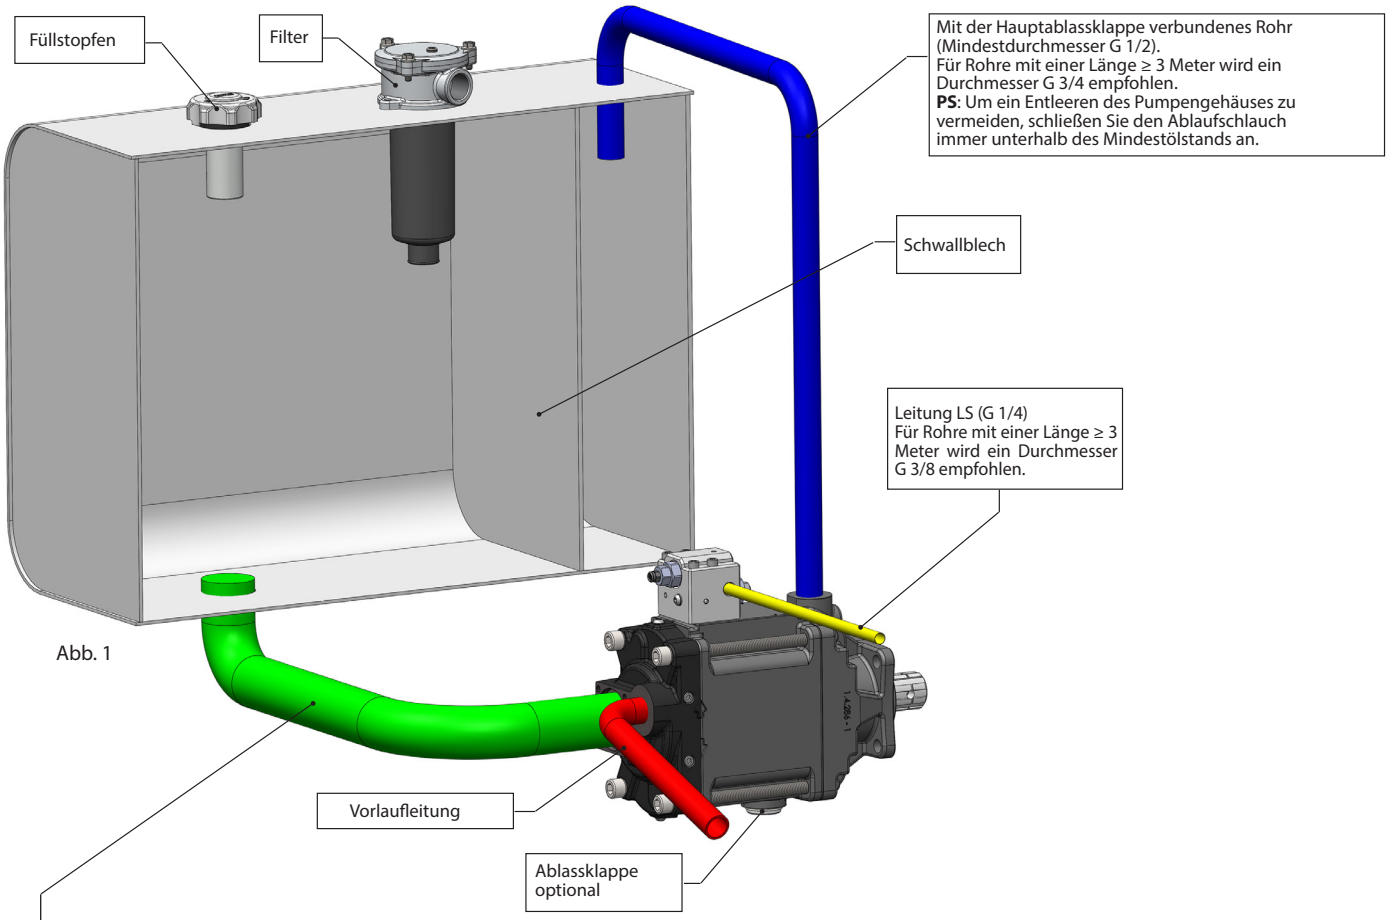

Abb. 1
2. Die Rohrleitungen (Abb. 1) anschließen und die Pumpe füllen (Abb. 2).